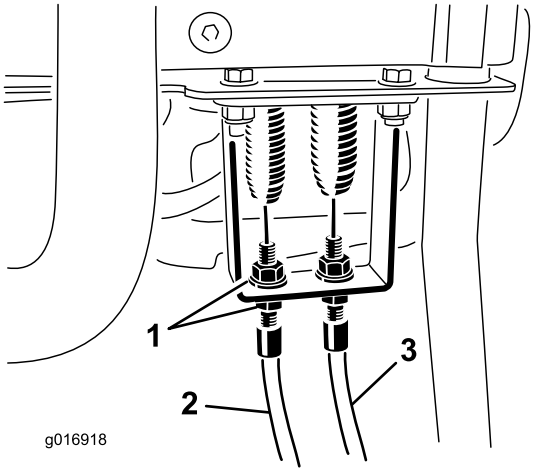

Figur 45
2. Kontroller, om der er slæk i traktionskontrolkablet ved forlængerfjederen (Figur 45).
9. Som justering af kablet ved kontrolpanelets kantplade justeres kablernes kontramøtrikker for at fjerne ethvert slæk i kablet uden at forlænge fjederen (Figur 45).
3. Løsn kontrolkablet til knivcylinderen ved kontrolhåndtagets kantplade, indtil der er slæk i kablet (Figur 45).